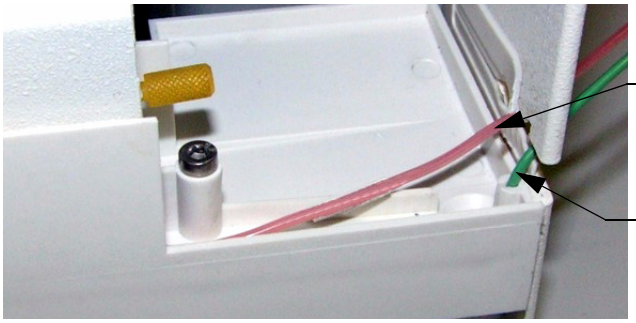

Figure 5-17. Routing the Injection Valve Waste Line to the Drip Tray: Valve Installed in Another Module
5. Insert the injection valve waste line into the small round opening at the right front corner of the drip tray (see Figure 5-17).